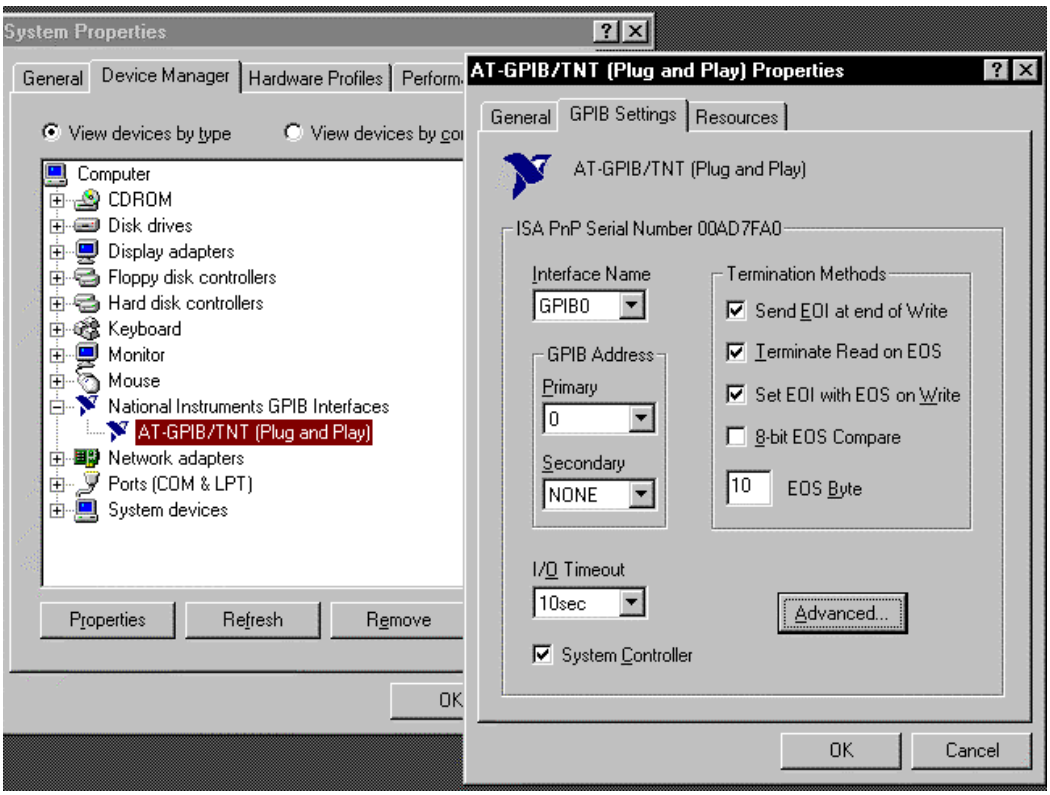
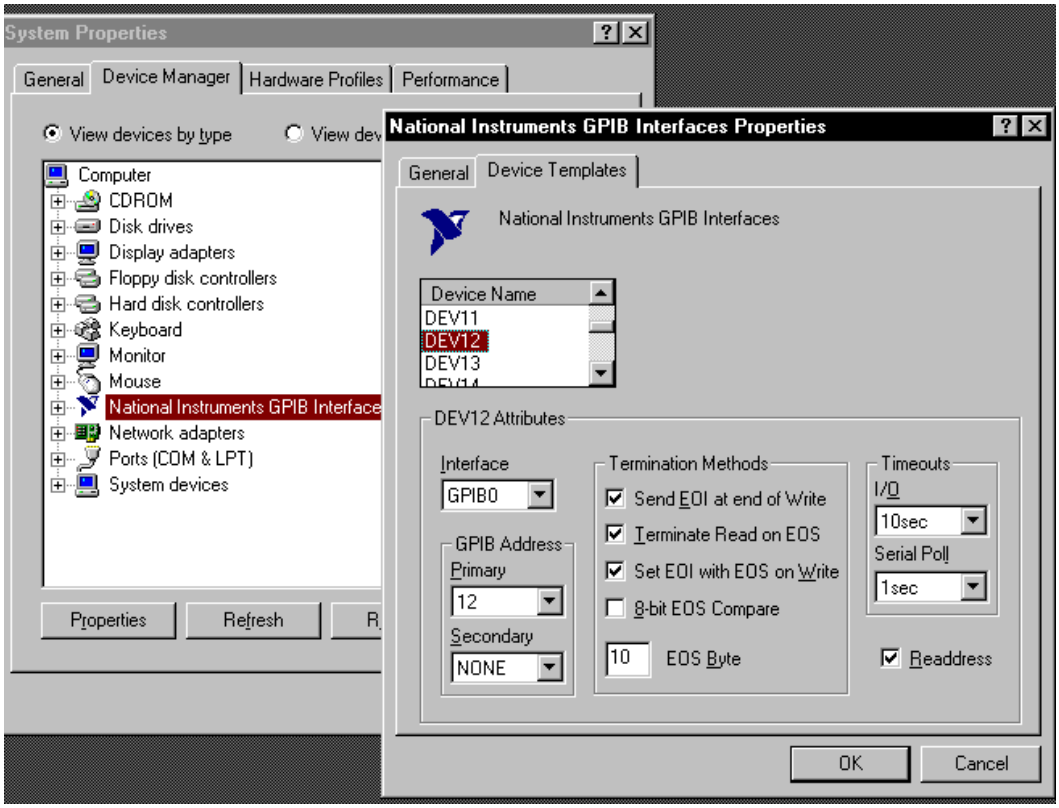

Figure 6-1. GPIB0 Setting Configuration
Figure 6-2. DEV 12 Device Template Configuration
4. Configure the GPIB by selecting the System icon in the Windows 98/95 Control Panel located under Settings on the Start Menu. Configure the GPIB Settings as shown in Figure 6-1. Configure the DEV12 Device Template as shown in Figure 6-2. Be sure to check the Readdress box.